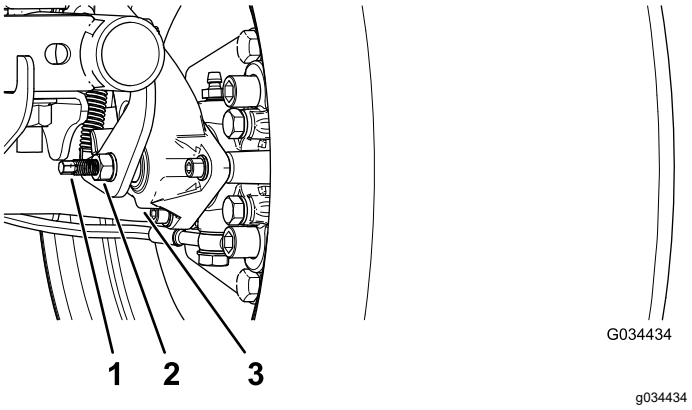

Figuur 52
3. Gebruik 2 sleutels en houd met de ene de afstelstang van de klauw vast terwijl u met de andere sleutel de contramoer een kwartslag losdraait (Figuur 52).
4. Hou de afstelstang en de contramoer vast en draai de afstelstang in om deze te bevestigen (Figuur 52).
5. Hou de afstelstang en de contramoer vast en draai een kwartslag los (Figuur 52).
6. Hou de afstelstang en de contramoer vast en draai de contramoer aan (Figuur 52).